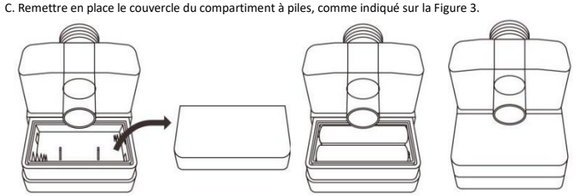

Figure 1 Figure 2 Figure 3
A. Retirer le couvercle du compartiment à piles situé à l'arrière du dispositif, comme indiqué sur la Figure 1.